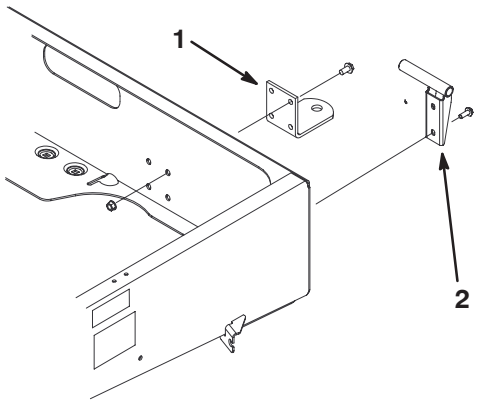

Figur 7
2. Fäst det vänstra tappfästet till ramens bakre vänstra hörn med 2 huvudskruvar med fläns (3/8 x 1”). Placera fästet såsom framgår av figur 7.